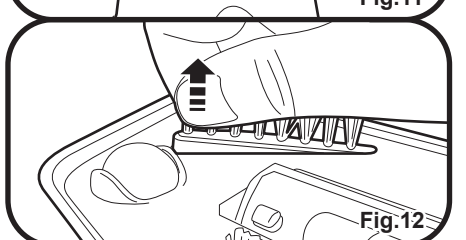

Fig.11
4. Align the rid (on the inside surface of hood bottom) to the slot on the opening of the main body, press down the hood and turn it clockwise until it stops. Make sure the hood is secured on the cleaner before next operation. **(Fig.11)**